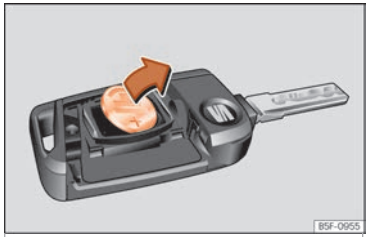

Fig. 81 Vehicle key: removing the battery.
- Extract the battery from the compartment using a suitable thin object ››› Fig. 81.
- Place the new battery in the compartment as shown ››› Fig. 81, pressing in the opposite direction to that shown by the arrow ››› ❗.